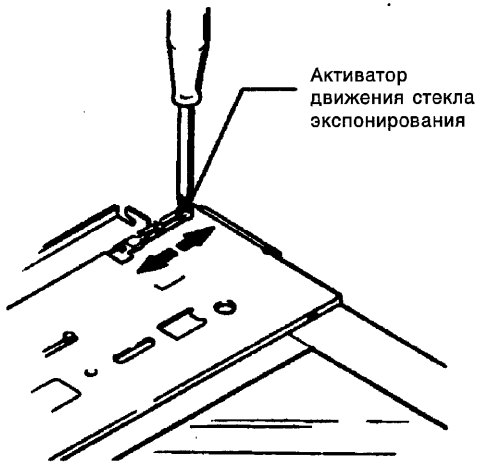

Рисунок 1. Настройка регистрации ведущей кромки
4. (Рисунок 1): При показаниях регистрационной шкалы: